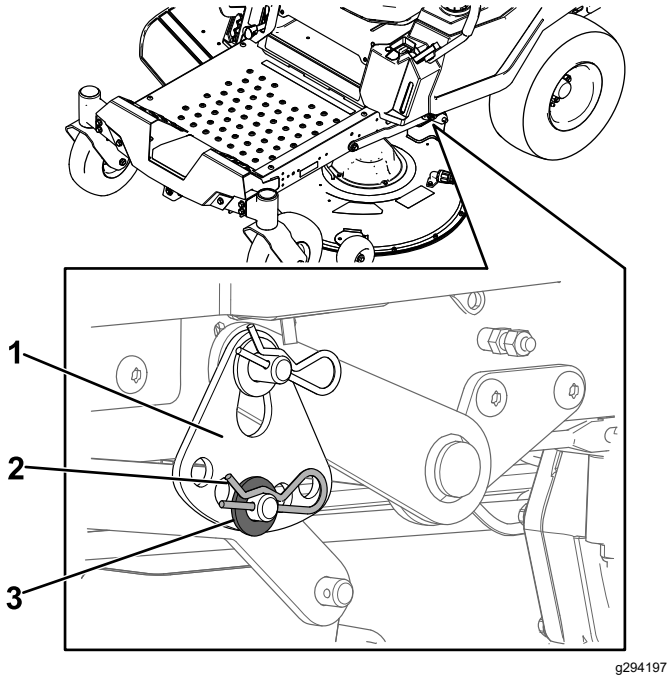

Figuur 68
6. Verwijder de R-pen en de ring van de onderste pen van de hefarm (Figuur 68).